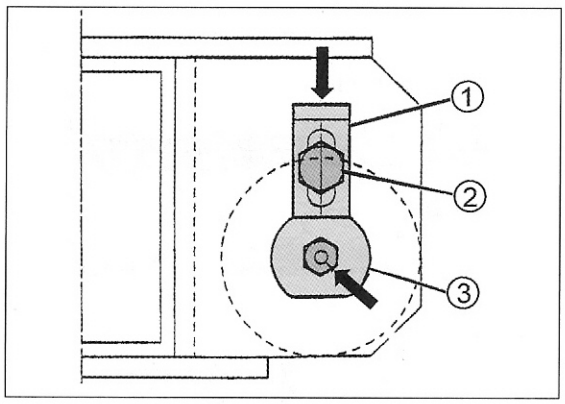

Bild 266
- Das Fahrzeug auf die Räder ablassen und die Radbolzen anziehen. Die Mutter (7) jetzt mit 110 bis 130 Nm anziehen.
Der Lagerbolzen (1) muss jetzt gegen Verdrehung gesichert werden. Dabei muss man sich an Bild 266 halten:
- Die Verdrehsperre (1) handfest mit der Schraube (2) anbringen und in Pfeilrichtung nach unten schlagen, bis sie gegen den Lagerbolzen (3) anliegt.